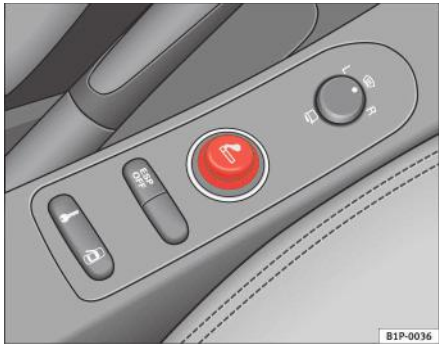

Fig. 100 Bricheta este situată în punctul de alimentare din fața consolei centrale
– Apăsați bricheta ⇒ fig. 100 pentru activarea acesteia ⇒ ⚠.